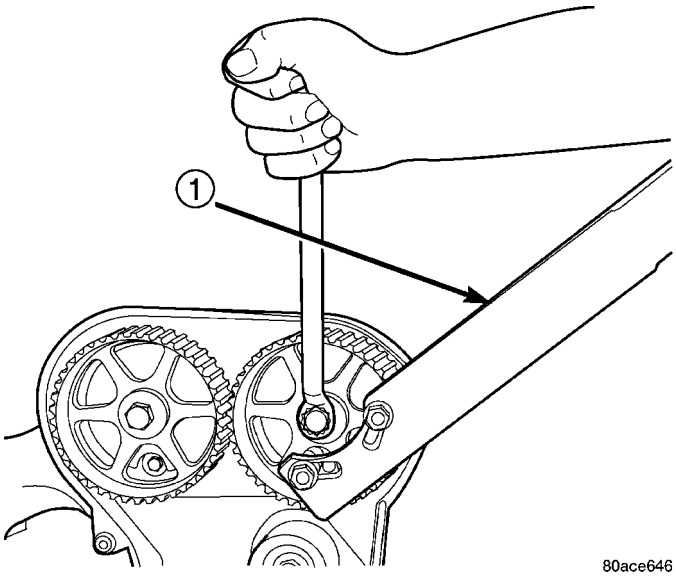

Fig. 131 Camshaft Sprocket - Removal/Installation
(3) Hold camshaft sprocket with Special Tool 6847 while removing bolt (Fig. 131). Remove both cam sprockets.
(5) Install camshaft sprockets. Use Special Tool 6847 to hold sprockets (Fig. 131), torque bolts to 101 N·m (75 ft. lbs.).
(6) Install the timing belt (Refer to 9 - ENGINE/VALVE TIMING/TIMING BELT AND SPROCKETS - INSTALLATION).